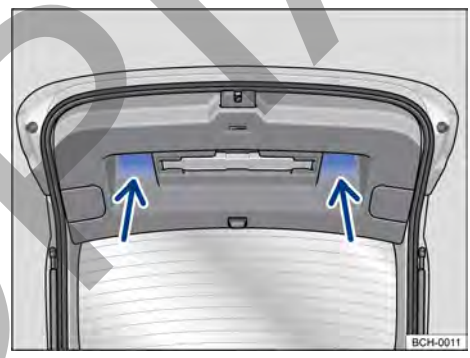

Fig. 57 Tapa trasera abierta: cavidades (flechas) para tirar y cerrar.
– Tirar del portón trasero por el rebaje en el revestimiento interior → fig. 57 con fuerza hacia abajo, de modo que encaje en la cerradura → ⚠.